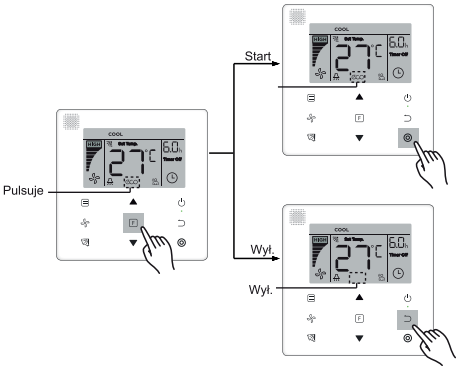

Rysunek 6.14
- Wł./wył. funkcji “ECO”: naciśnij przycisk [F] (funkcja) aby przejść do ustawień trybu ekonomicznego (ikona “ “ pulsuje) oraz naciśnij przycisk ◎ (potwierdź) aby załączyć funkcję lub “ ⮌ “ (anuluj) aby wyłączyć funkcję (patrz Rysunek 6.14).